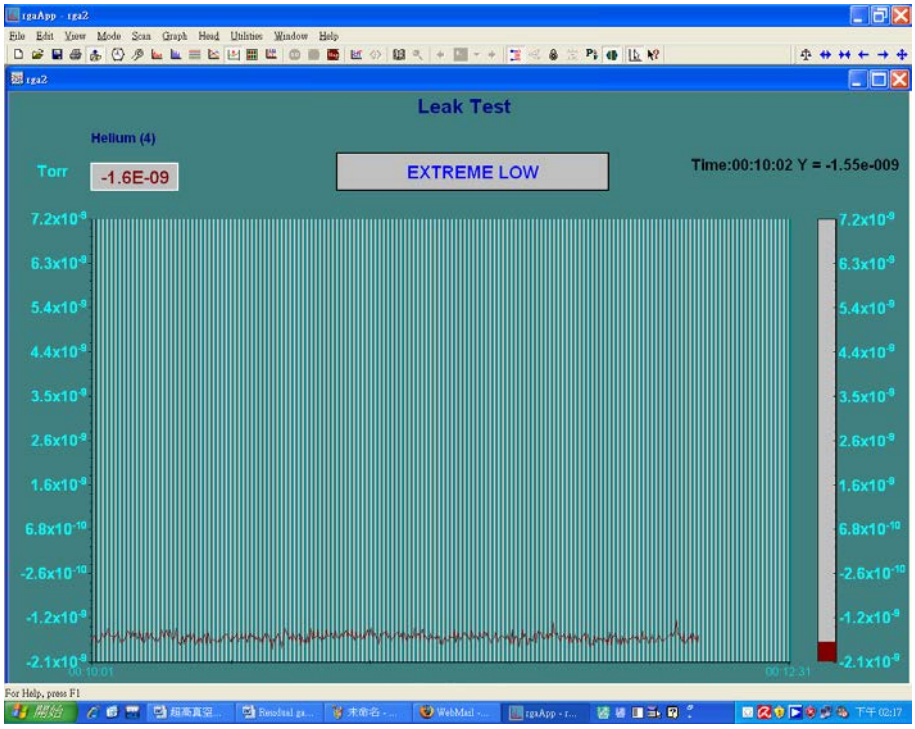

Figure 11. 氦氣含量檢測
2. 接著使用氦氣測漏，可以測得腔體局部是否有漏氣，將氦氣置入塑膠帶中，因為氦氣的比重較空氣輕，所以在裝的時候，氦氣必須由下方置入，接著將塑膠袋套在腔體可能漏氣的地方，此時還在繼續抽真空，開啟 RGA 進行測漏，按下 開始觀察氦氣壓力變化的曲線圖 (如 Figure 11 所示)，如果壓力有明顯上升，代表此處有漏氣。